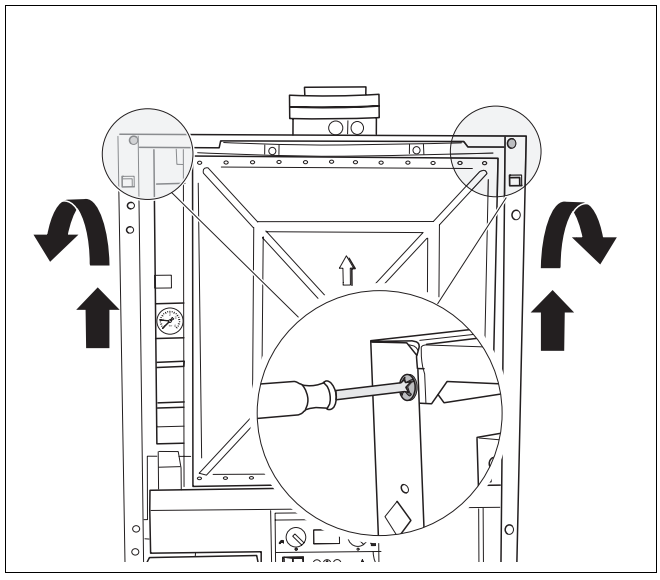

Rys. 6 Demontaż ścianek bocznych
- Odkręcić śruby prawej i lewej ścianki bocznej. Lekko unieść i zdjąć ściankę boczną (rys. 6).